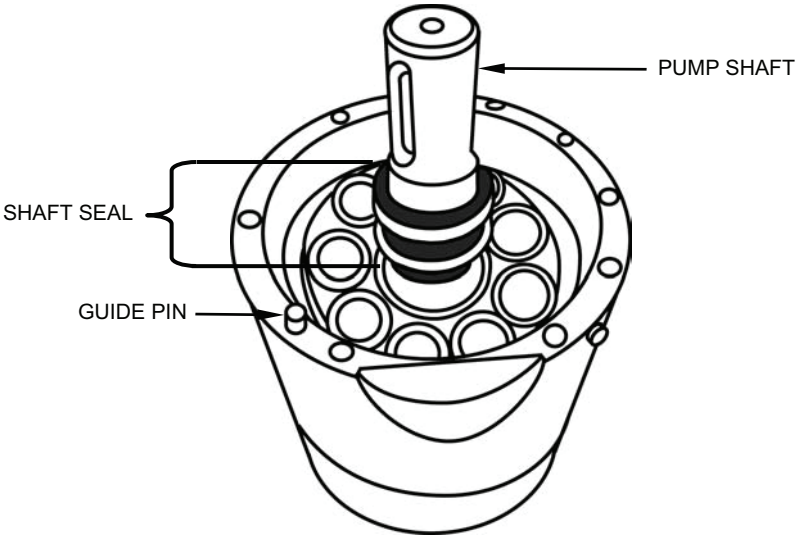

Figure 23. Mounting Flange Removed from Pump.
g. Remove and retain the guide pin from the pump casing or the mounting flange (see Figure 23). (If the pin is not in the pump casing, it may have come out with the mounting flange.)
h. Wet the pump shaft and shaft seal with glycerin (see Figure 23).